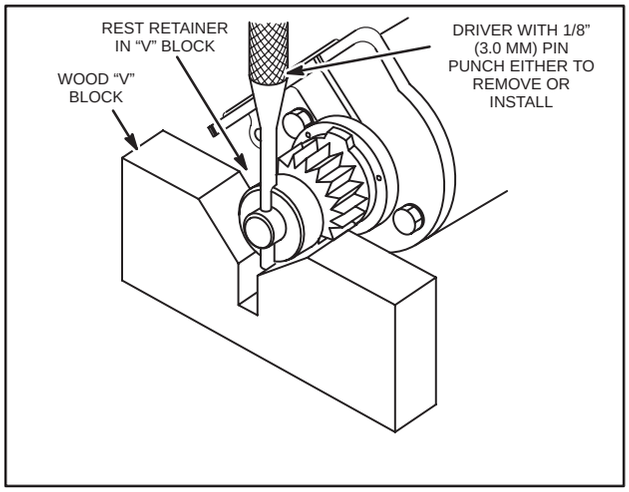
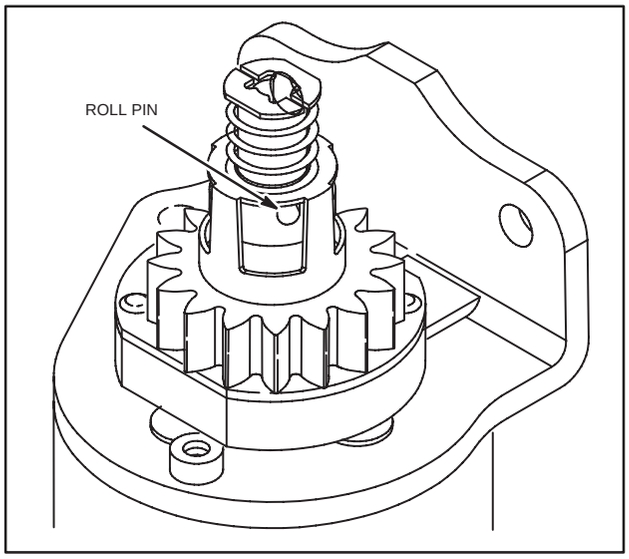
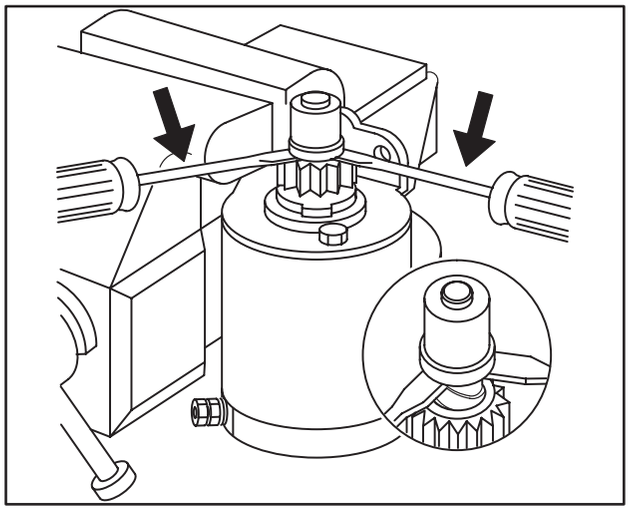

Fig. 691 – DISASSEMBLING STARTER MOTOR DRIVE
Fig. 692 – CURRENT STYLE SPRING RETURN
Fig. 693 – REMOVING CAP ASSEMBLY (SOME MODELS)
The early style is protected by a plastic cap over the drive assembly. Carefully remove the plastic cap from the cup using two screwdrivers, Fig. 693.
2. Place in "V" block as shown in Fig. 691.
NOTE: Some starter drive assemblies utilize a gear return spring. Two (2) styles of returns have been used, current style, Fig. 692 and early style, Fig. 693. The current style is removed after removing the roll pin, Fig. 691.